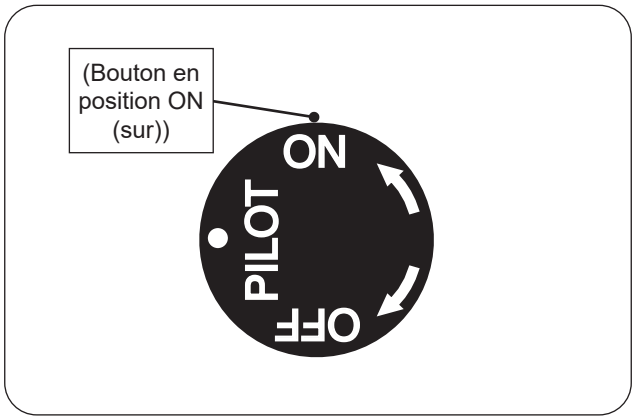

Fig. 54-1 Éclairage manuel
1. Assurez-vous que la veilleuse brûle. Tournez le bouton de commande dans le sens antihoraire ↶ ON (sur) pour allumer le brûleur (voir Fig. 54-1).